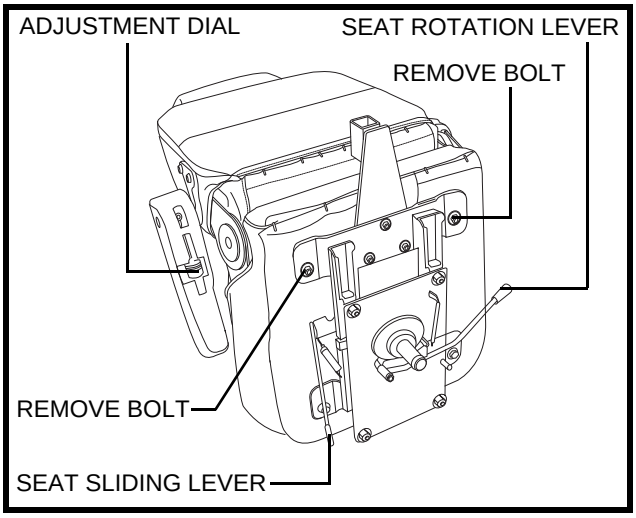

Figure 18. Seat Position Adjustments
1. Push forward on the seat rotation lever to disengage the seat. **See figure 18**.
1. Move the seat sliding lever located at the lower left side of the seat outward. **See figure 18**.
There is an armrest adjustment dial on the underside of each armrest. **See figure 18**. Turn the armrest adjustment dial to the left to lower the armrest angle or to the right to raise the armrest angle.